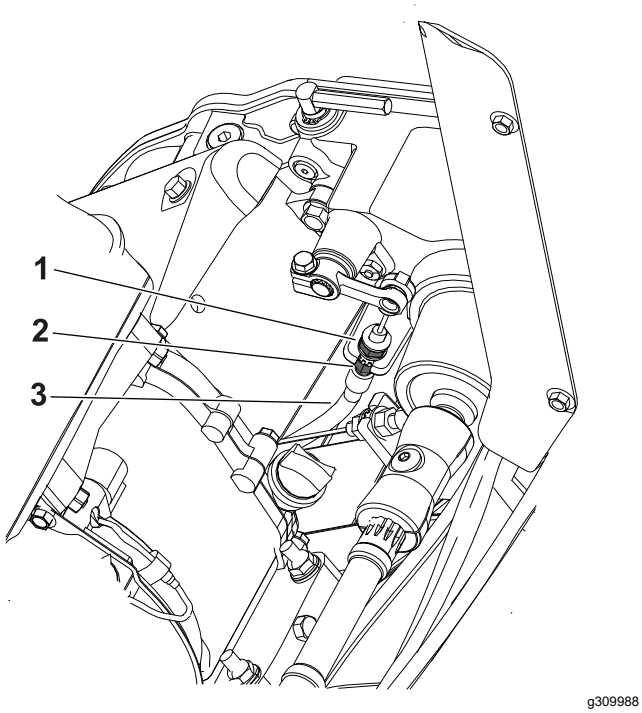

Figure 33
- Pour augmenter la tension du câble, desserrez l'écrou de blocage avant et serrez l'écrou de blocage arrière (Figure 33). Répétez l'opération 2 et ajustez la tension au besoin.
- Pour réduire la tension du câble, desserrez l'écrou de blocage arrière et serrez l'écrou de blocage avant (Figure 33). Répétez l'opération 2 et ajustez la tension au besoin.